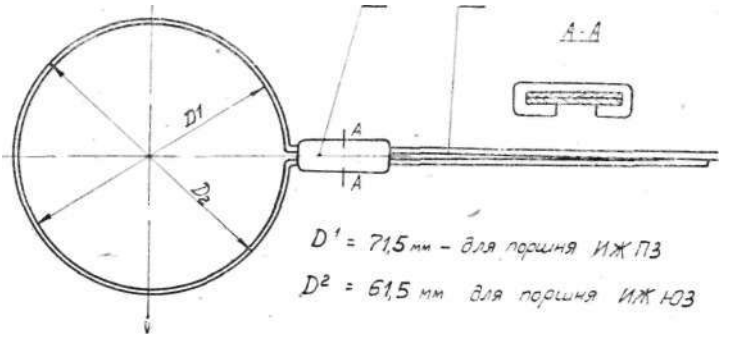

**Рис. 90. Обжимка для колец поршня.**
6. Установить стыки колец против штифтов, сжать их обжимкой (рис. 90).